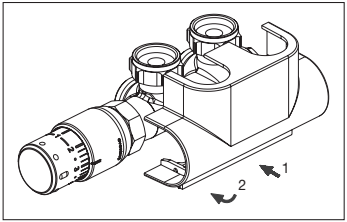

Abb. 9 Montage Design-Abdeckung, Eck
1. Die Abdeckung auf die Armatur aufschieben (s. Abb. 9).